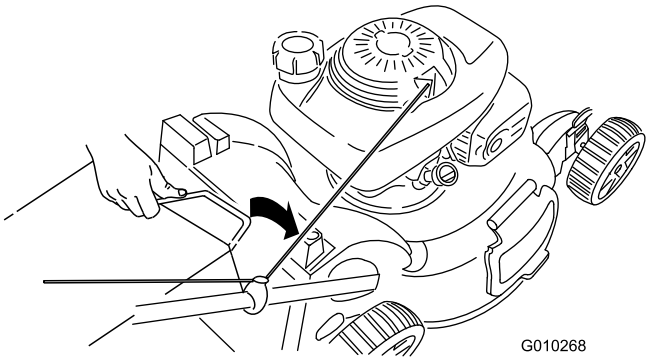

Figur 29
3. Sätt i gräsuppsamlarens handtag i skårorna längst upp på klipparen (Figur 29).